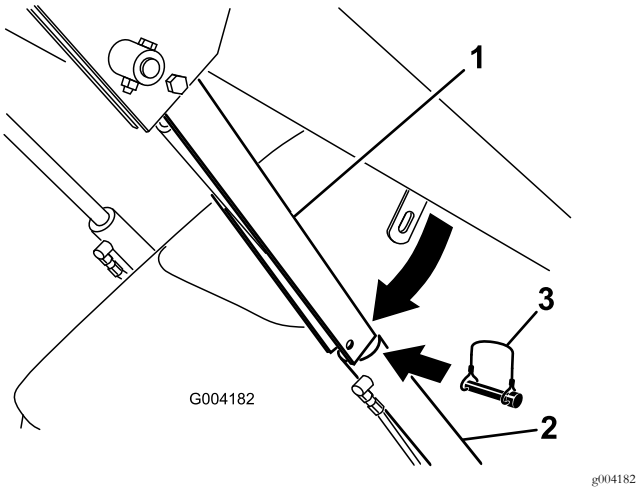

Figur 24
4. Ta bort hjulsprinten som håller fast cylinderlåset på lastarmen (Figur 24).
5. Sänk ner cylinderlåset över cylinderstaven och säkra den med hjulsprinten (Figur 24).